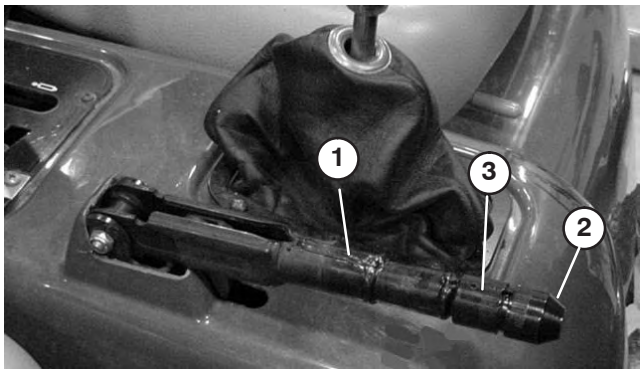

Bild 67
2. Lockern Sie die Stellschraube, mit der das Handrad am Feststellbremshebel befestigt ist (Bild 67).